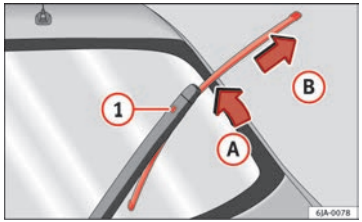

Fig. 67 Rear window wiper blade
– Lift the rear window wiper arm away from the glass moving the blade slightly in the direction of the arm – arrow (A) ⇒ Fig. 67.
– Unlock the catch (1) with the other hand and remove the blade in the direction of arrow (B).